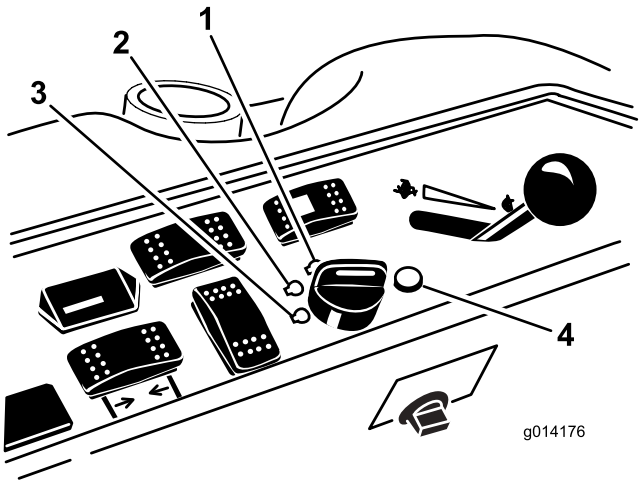

**Figur 12**
6. Drej tændingsnøglen med uret til positionen Run (Kør) (Figur 12).
3. Drej tændingsnøglen til positionen Off (Fra) (Figur 12). Vent, til alle bevægelige dele er standset, før du forlader betjeningspositionen.